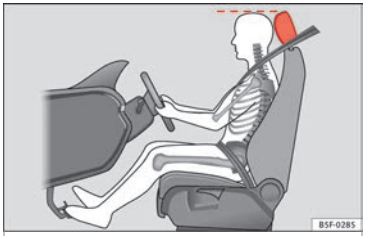

Fig. 72 Correct head restraint position for the driver.
– Adjust the head restraint so that its upper edge is at the same level as the top of your head, or as close as possible to the same level as the top of your head ››› **Fig. 72**.